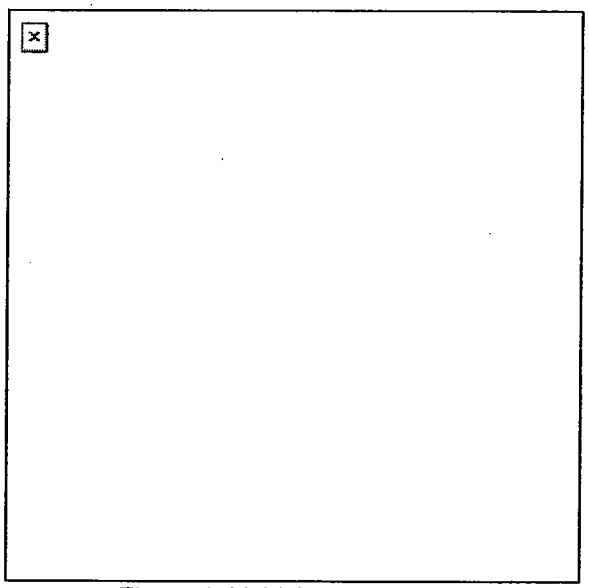

Figure 1. Vehicle capabilities.
1. Use the map and compass method (Figure 1).
b. Locate two known positions on the ground and mark them on your map (A, Figure 1).
c. Using your compass, measure the magnetic azimuth to one of the known locations; change it to a grid azimuth (B, Figure 1.)
(1) If it is a westerly G-M angle, subtract the number of degrees in the G-M angle from your magnetic azimuth.
(2) If it is an easterly G-M angle, add the number of degrees in the G-M angle to your magnetic azimuth.
f. Repeat paragraphs c through e for a second (C, Figure 1, and third (D), Figure 1) known position.
(1) Most military vehicles can knock down a tree. Larger vehicles can clear more trees but cannot knock down several trees at once. Find paths between trees that are wide enough for the vehicle (Figure 1).